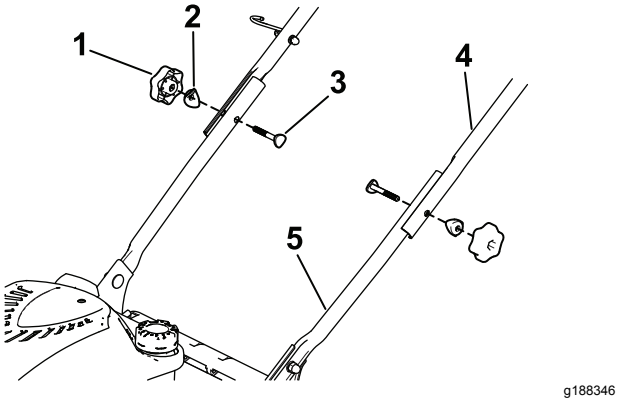

Figur 4
2. Fäst det övre handtaget till det nedre handtaget med två handtagsreglage, två böjda brickor och två skruvar. Dra åt handtagsvreden ordentligt för hand (Figur 4).